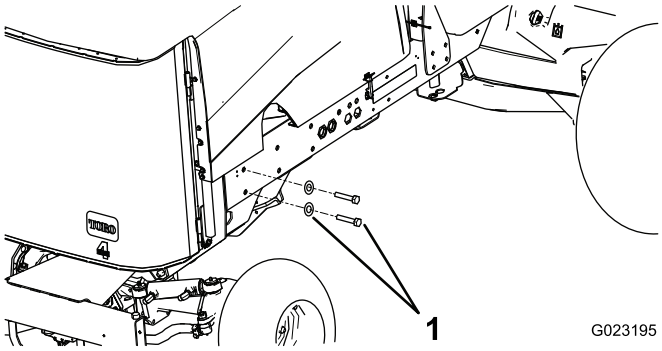

Figur 27
4. Afmonter de 2 bageste bolte og 2 spændeskiver fra højre stelvange (Figur 27).